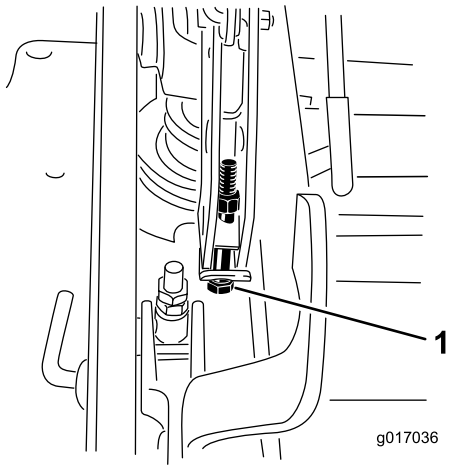

Figur 89
13. Om däcket är för lågt drar du åt enkelpunktjusteringsskruven genom att vrida den medurs. Om däcket är för högt lossar du på enkelpunktjusteringsskruven genom att vrida den moturs (Figur 89).